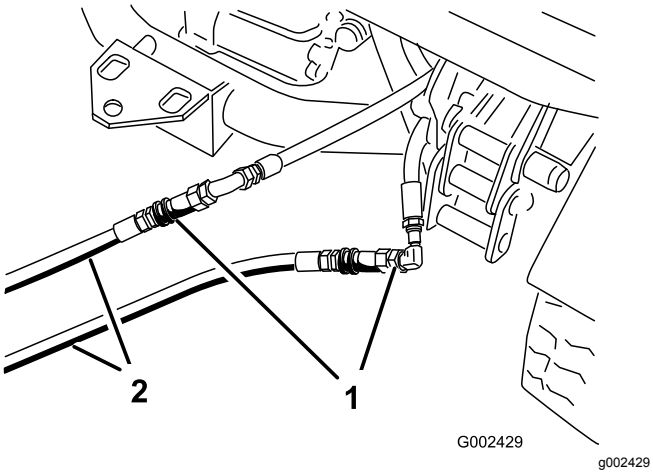

图74
3. 在禁用的机器上将 2 个跳线软管连接至断开的软管图74。